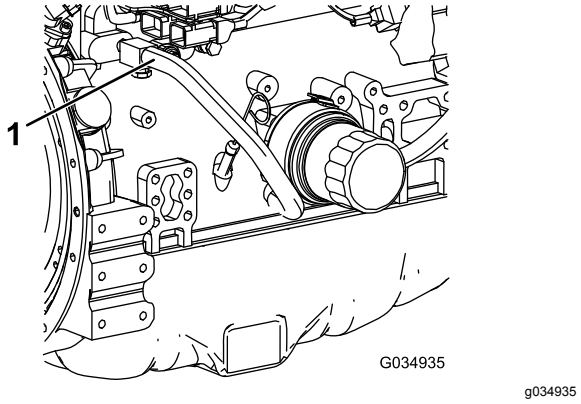

Figuur 126
7. Verwijder de koelvloeistofslang van de motoroliekoeler (Figuur 126).